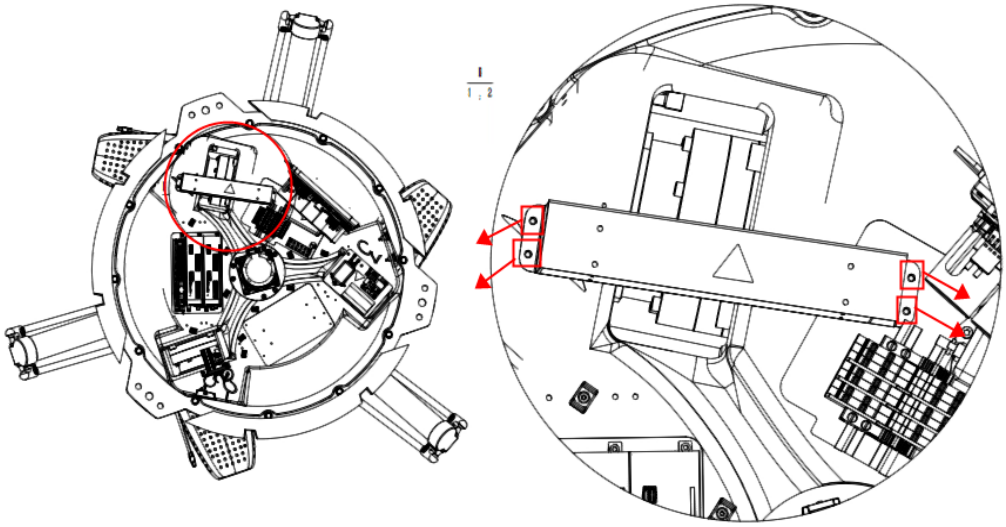

Figure 4-19 Schematic diagram of removing the 4 fixing screws on the 24V switching power supply adapter board
**Step 2** Use the No. 3 Allen key to unscrew and remove the four fixing screws on the 24V switching power supply adapter board, as shown in Figure 4-19.